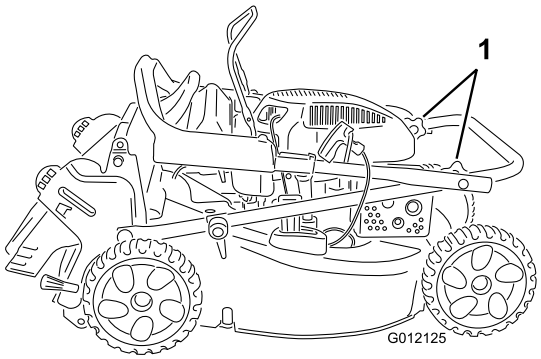

Figur 3
1. Lossa de övre handtagsvreden (Figur 3).
3. Dra åt handtagsvreden ordentligt för hand (Figur 3).